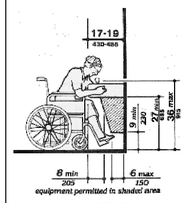

FIGURE 27(a)
(2) FREE STANDING OR BUILT-IN UNITS NOT HAVING A CLEAR SPACE UNDER THEM SHALL HAVE A CLEAR FLOOR SPACE AT LEAST 30 IN BY 48 IN THAT ALLOWS A PERSON IN A WHEELCHAIR TO MAKE A PARALLEL APPROACH TO THE UNIT (SEE FIG 27(c) AND 27(d)).